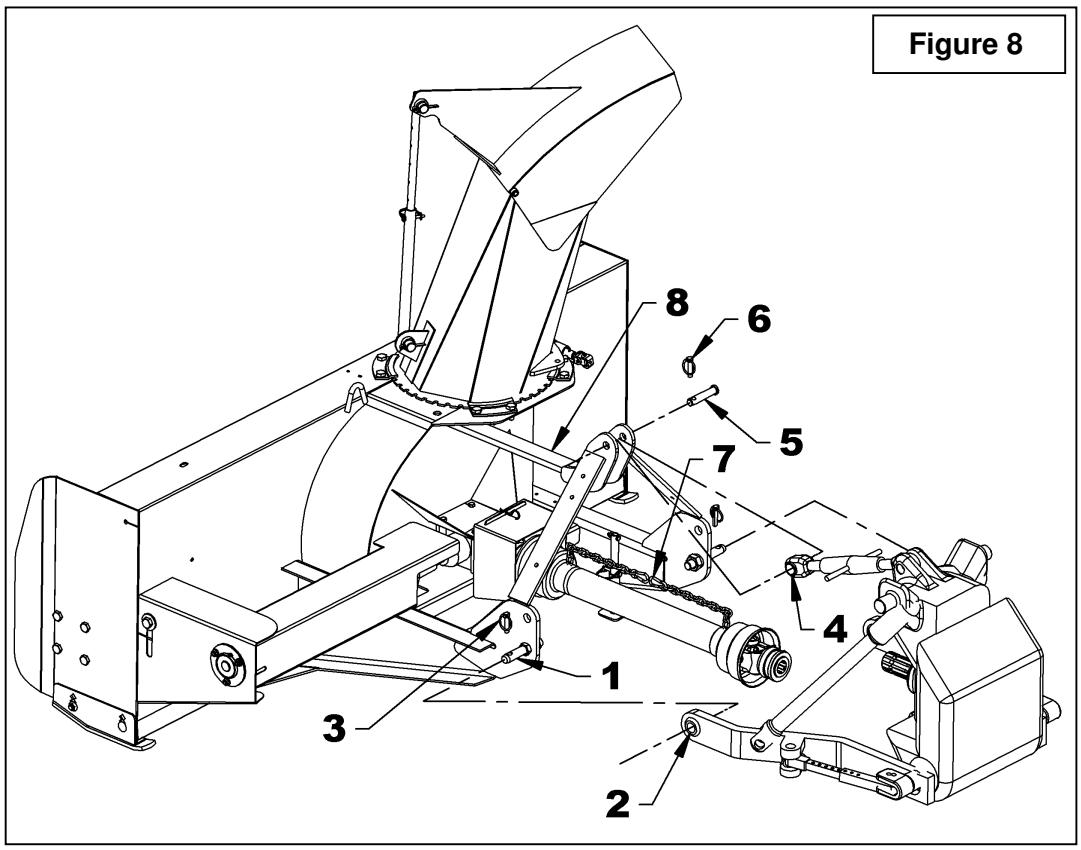

Figure 8
3. **Figure 8:** Detach upper link (item 4) by removing linchpin and pin (items 6-5).
4. **Figure 8:** Disconnect driveline from tractor and attach the driveline safety chain (item 7) over the upper hitch (item 8).
4. **Figure 8:** Carefully detach lower links (items 2) from hitch pins (item 1) by removing linchpins (items 3), loosen anti-sway turnbuckles and slowly back tractor away from the snowblower.